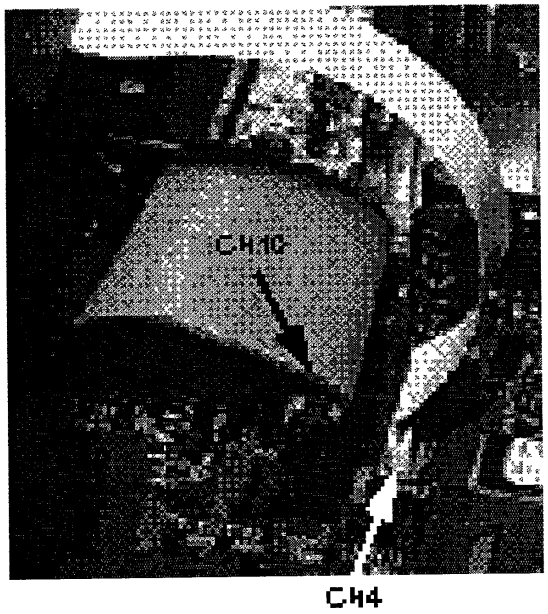

Рис. 2-4 **Разъемы, ведущие от главной платы к интерфейсной плате принтера.**
1. Проверьте, нет ли болтающихся или поврежденных ленточных кабелей от разъемов CN10 и CN4, ведущих от главной платы к интерфейсной плате принтера (Рис. 2-4).
1. Проверьте, нет ли повреждений или плохого крепления в ленточных кабелях, ведущих от разъемов главной платы CN10 и CN4 к интерфейсной плате принтера (рис. 2-4).